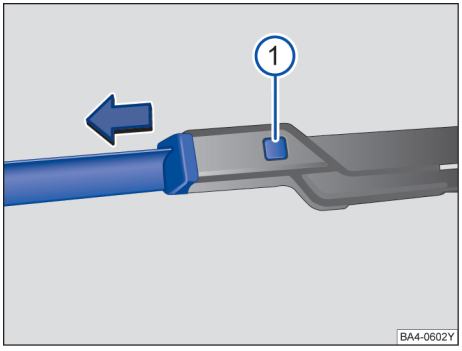

图 187 更换风窗刮水器刮水片
– 按住分离按钮→ 图 187① 同时沿图示箭头方向拉出刮水片。